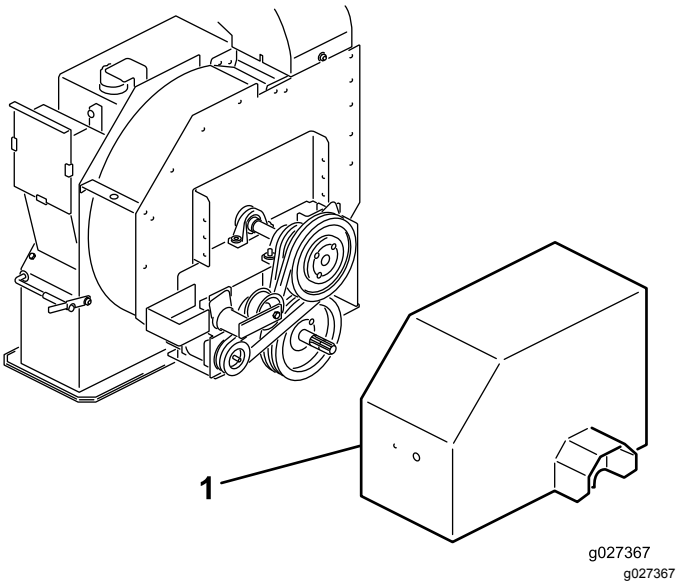

Рисунок 12
1. Снимите щиток привода, находящийся над шкивами в сборе (Рисунок 12).
1. Ослабьте болты и гайки крепления щитка привода к корпусу крыльчатки (Рисунок 12) и снимите щиток.
2. На задней стороне рамы ослабьте болт крепления натяжителя ремня к раме (Рисунок 12).